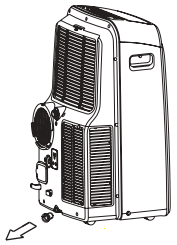

Rys. 20
- Kiedy poziom wody w dolnym zbiorniku osiągnie określony poziom, odezwie się 8x sygnał dźwiękowy a na wyświetlaczu wyświetli się "P1". W tym momencie nastąpi natychmiastowe zatrzymanie procesu klimatyzacji/osuszania. Silnik wentylatora będzie jednak pracować nadal (jest to stan normalny). Ostrożnie przemieścić urządzenia do miejsca, gdzie znajduje się kanał odpływowy, wyjąć korek dolnego odpływu i wypuścić wodę (rys. 20). Otwór dolnego odpływu zatkać korkiem i uruchomić urządzenie ponownie , aby symbol "P1" zniknął. Jeżeli nadal aktywny jest wskaźnik ochrony należy zawezwać serwis.